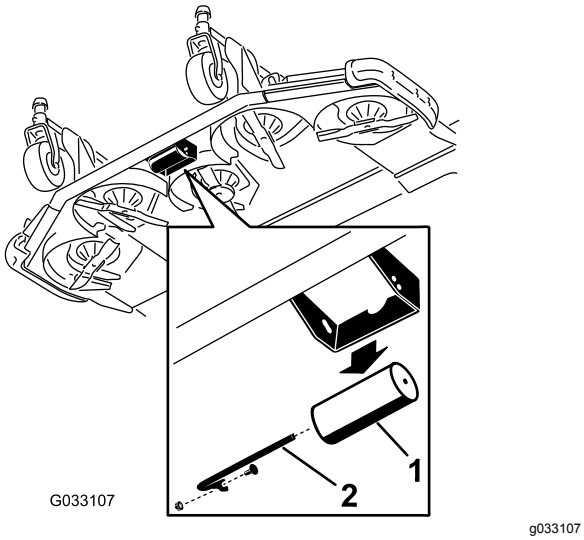

Figur 24
1. Fjern rulleakslen, skruen og møtrikken, som fastgør rullen til skjoldbeslaget (Figur 24).